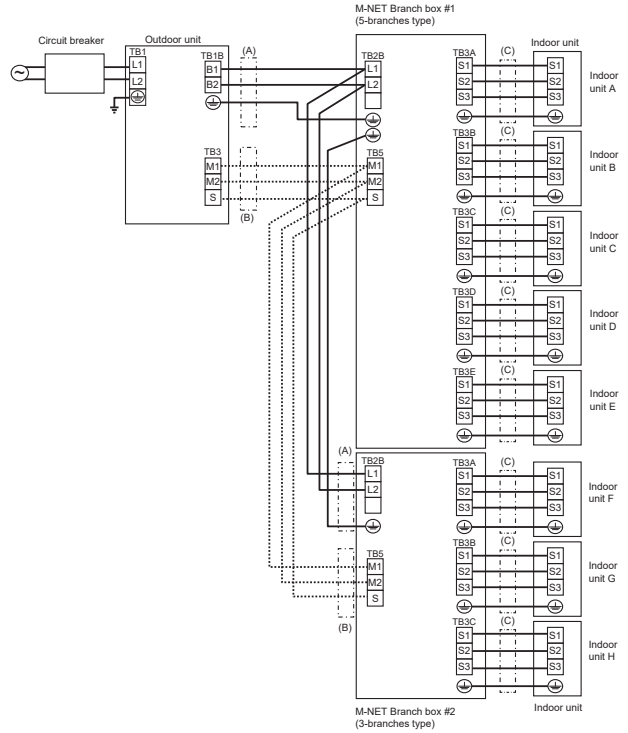

Fig. 8-9
4) Firmly connect each wire to the appropriate terminal block. (Fig. 8-9)
8.4. External wiring procedure (Fig. 8-9)